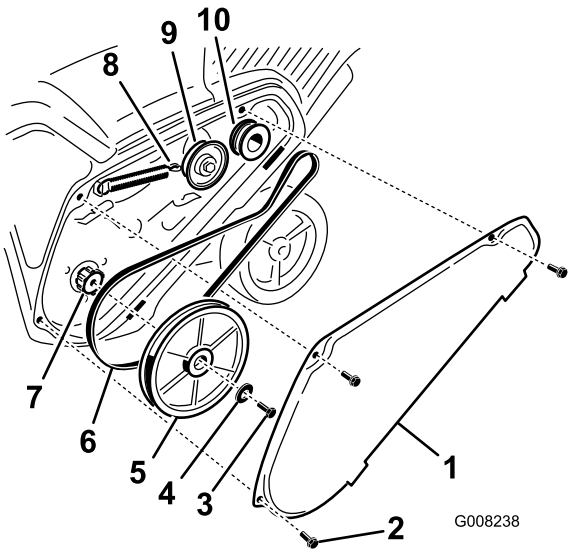

Figur 36
1. Fjern drivremmens skærm ved at fjerne de 3 bolte som vist i figur Figur 36.
2. Tag bremsefjederen ud fra styrearmen, så remspændingen løsnes (Figur 36).
3. Fjern skruen og den buede skive, der holder rotorremskiven på plads (Figur 36).
4. Fjern rotorremskiven og drivremmen (Figur 36).
Bemærk: Før først den nye drivrem omkring motorremskiven, derefter styreremskiven og til sidst omkring den løse rotorremskive, der er placeret lige over rotorakslen (Figur 36).
6. Monter rotorremskiven på rotorakslen (Figur 36).
7. Monter den buede skive og bolten til rotorremskiven, og spænd dem helt (Figur 36).